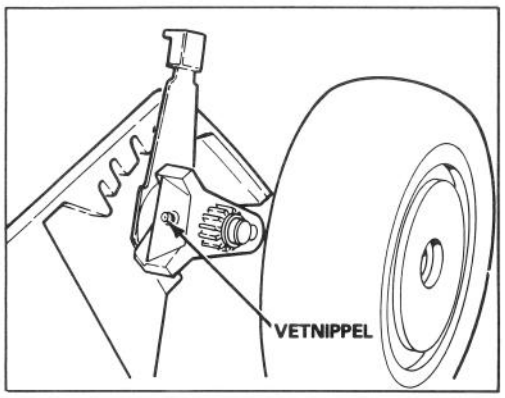

Afbeelding 15
2. SMERING VAN DRAAIPENNEN VAN DE VOORAS (Afb. 15) — Stel de maaihooghte af op 3 inch en draai de wielbout los om meer speling te krijgen rondom de vetnippel. Veer vetnippel af met een schone doek. Richt de vetspuit op de vetnippel en pomp zachtjes 2 of 3 keer #2 Multi-Purpose Lithium Base smeerolie. Te hoge druk kan de afsluitingen beschadigen.